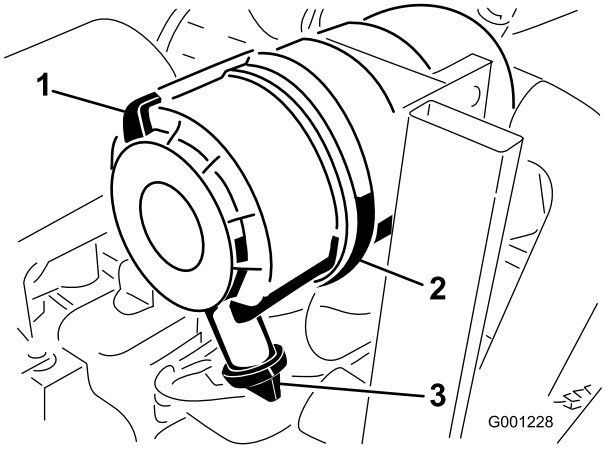

**Figur 47**
1. Dra ut spärren och vrid luftrenarkåpan motsols (Figur 47).
2. Ta bort kåpan från luftrenaren (Figur 47).
8. Montera kåpan och placera gummiutloppsventilen i nedåtläge – mellan ca klockan 5 till klockan 7 sett från änden (Figur 47).